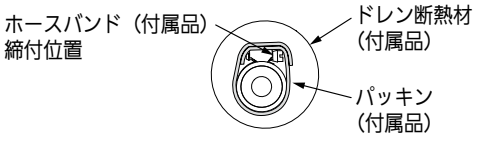

図19-2
- ホースバンド締め付け位置は必ず上側にしてください。（図19-1、図19-2）
- ドレン排水確認後、パッキン（付属品）をドレン排水口付け根よりドレンホースを被うように巻いてください。（図19-1、図19-2）